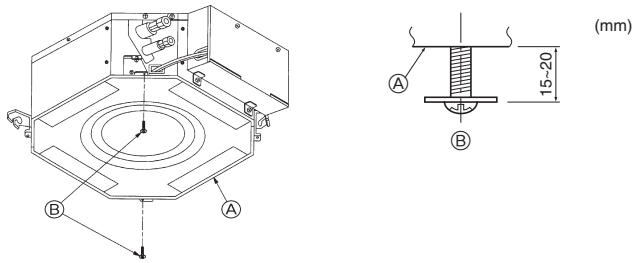

Fig. 8-5
8.3.1. Vorbereitungen (Fig. 8-5)